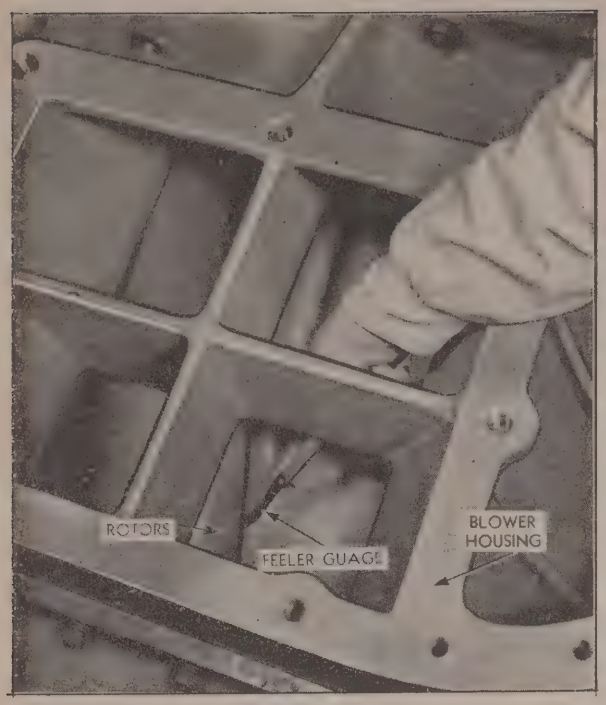

Fig. 4S
4. Using long feeler gauge as shown in Fig. 4S, adjust clearance between blower rotor lobes to 0.018″ to 0.020″ by loosening capscrews, rotating rotors relative to the gears. Tighten capscrews when correct clearance has been obtained. Rotors must be turned in normal direction of rotation to avoid error due to gear backlash.